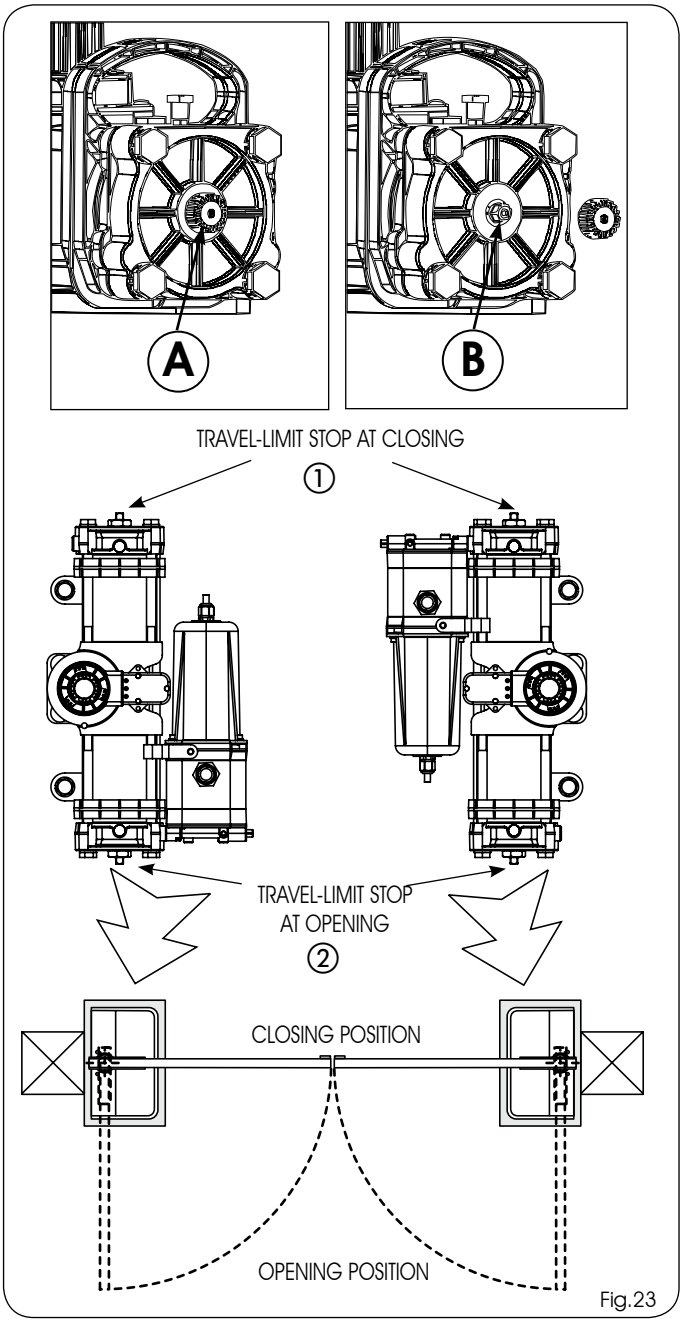

Fig.23
3) Unscrew the cap (Fig.23 ref.A) of the closing travel-limit screw (Fig.23 ref.①)
5) Fasten the cap (Fig.23 ref.A) of the travel-limit stop screw.
7) Unscrew the cap of the screw (Fig.23 ref.A) of the opening travel-limit stop (Fig.23 ref.②).
8) UNSCREW the travel-limit stop screw (Fig.23 ref. ②), until the leaf begins to move.